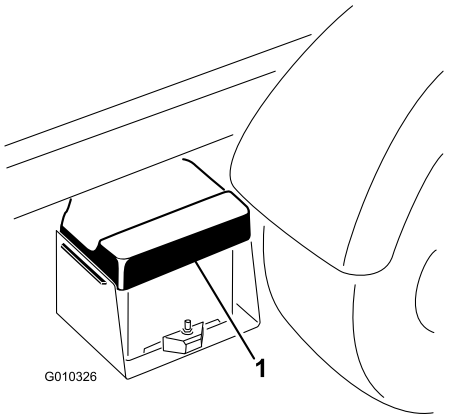

Figur 5
1. Ta bort batterikåpan från batterilådan (Figur 5).